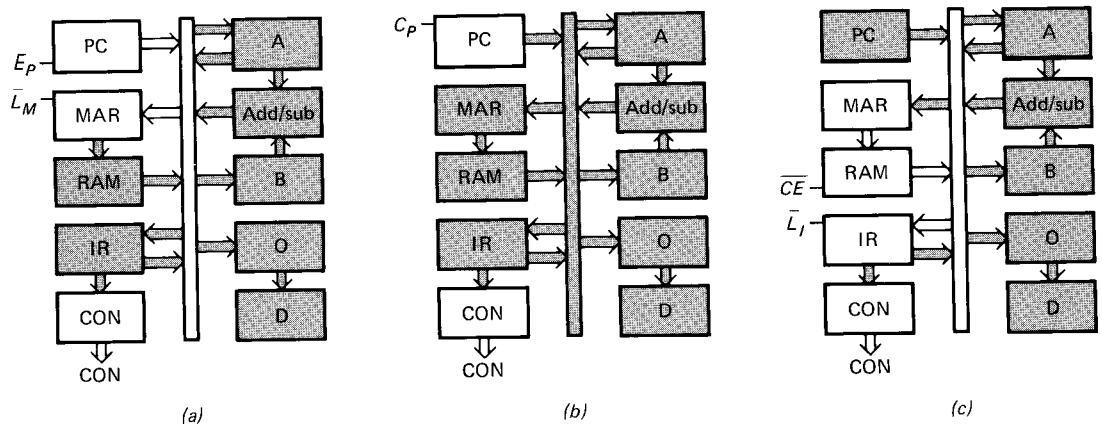

Fig. 10-3 Fetch cycle: (*a*) T_1 state; (*b*) T_2 state; (*c*) T_3 state.
The T_1 state is called the *address state* because the address in the program counter (PC) is transferred to the memory address register (MAR) during this state. Figure 10-3*a* shows the computer sections that are active during this state (active parts are light; inactive parts are dark).
Figure 10-3*b* shows the active parts of SAP-1 during the T_2 state. This state is called the *increment state* because the program counter is incremented. During the increment state, the controller-sequencer is producing a control word of
The T_3 state is called the *memory state* because the addressed RAM instruction is transferred from the memory to the instruction register. Figure 10-3*c* shows the active parts of SAP-1 during the memory state. The only active control bits during this state are $\overline{CE}$ and $\overline{L}_I$, and the word out of the controller-sequencer is